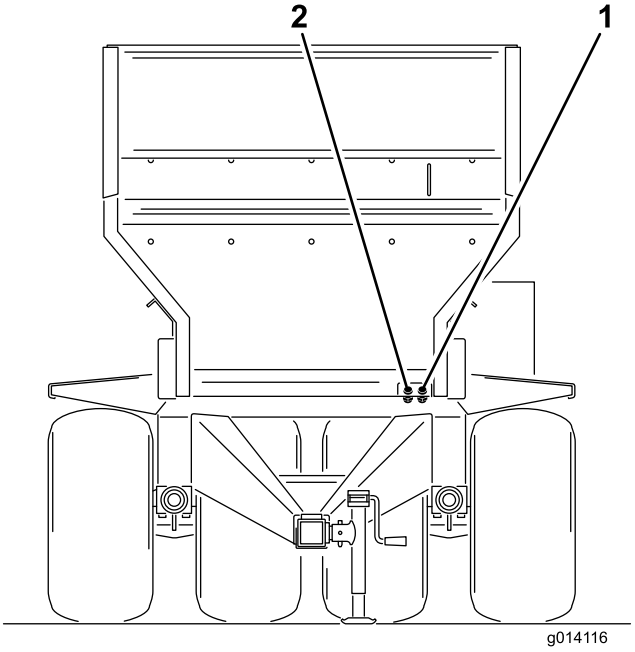

Rysunek 17
6. Podłącz dwa przewody hydrauliczne maszyny do pojazdu holowniczego. Patrząc od przodu maszyny, podłącz prawy przewód do strony ciśnienia i lewy przewód do strony powrotnej (Rysunek 17). Przewód powrotny posiada wbudowany jednokierunkowy zawór zwrotny. Na zaworze zwrotnym znajduje się również strzałka, która powinna wskazywać na złącze powrotne pojazdu holowniczego.